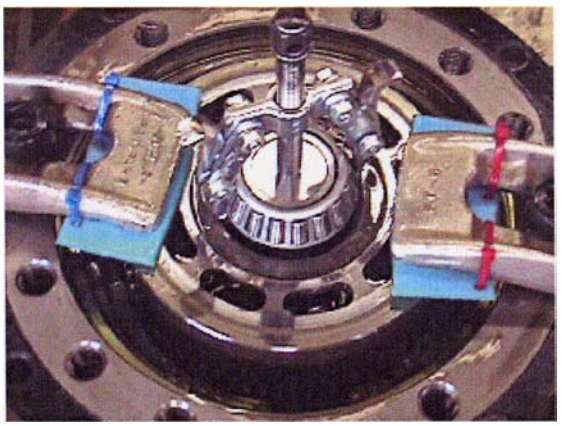

Figure 4. Removing rear bearing
[6] Using removed Hex. socket head bolts M18 x 50 (56), fasten two mount metals so as to push in cylinder block (13) without damaging it then inner race of rear bearing (51) comes out. (See Fig.4)